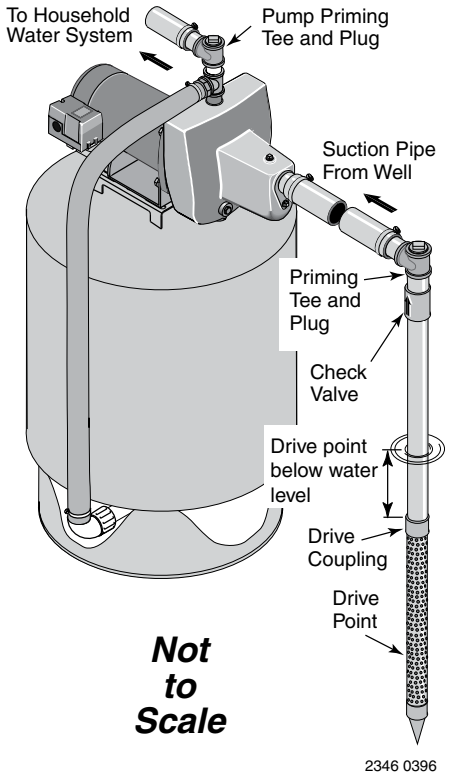

Figure 1: Driven Point Installation
WELL POINT (DRIVEN POINT) INSTALLATION (FIGURE 1)
Step 3. Use the fewest possible fittings (especially elbows) when connecting the pipe from the well point to the pump suction port. The suction pipe should be at least as large as the suction port on the pump (include a check valve if your pump is not equipped with one – see Figure 1). Support the pipe so that there are no dips or sags in the pipe, so it doesn't strain the pump body, and so that it slopes slightly upward from the well to the pump (high spots can cause air pockets which can air lock the pump). Seal the suction pipe joints with PTFE pipe thread sealant tape. Joints must be air- and water-tight. *If the suction pipe can suck air, the pump cannot pull water from the well.* If one well point does not supply enough water, consider connecting two or three well points to one suction pipe.